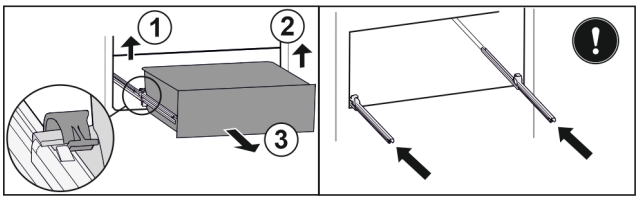

Fig. 138
▶ 提起左侧夹子，同时将抽屉左侧向前拉。 *Fig. 138 (1)*
▶ 提起右侧夹子，同时将抽屉右侧向前拉。 *Fig. 138 (2)*
▶ 朝前取出抽屉。 *Fig. 138 (3)*